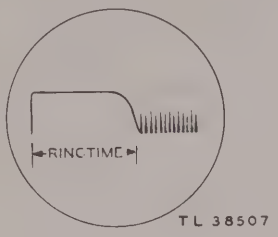

Figure 71. Echo box ringtime on Class A oscilloscope.
(3) Set the OUTPUT LOOP knob on the echo box to position OUT.
(4) Connect the OUTPUT PLUG on the echo box to the METER JACK.
(5) Observing the meter, tune the echo box with the FREQUENCY CONTROL to obtain a maximum deflection on the meter, at the same time adjusting the OUTPUT LOOP to obtain an adequate reading. Do not exceed 20 microamperes.
(6) With the tuned echo box thus connected to the probe jack, a pattern is formed on the Class A oscilloscope screen as shown in figure 71.